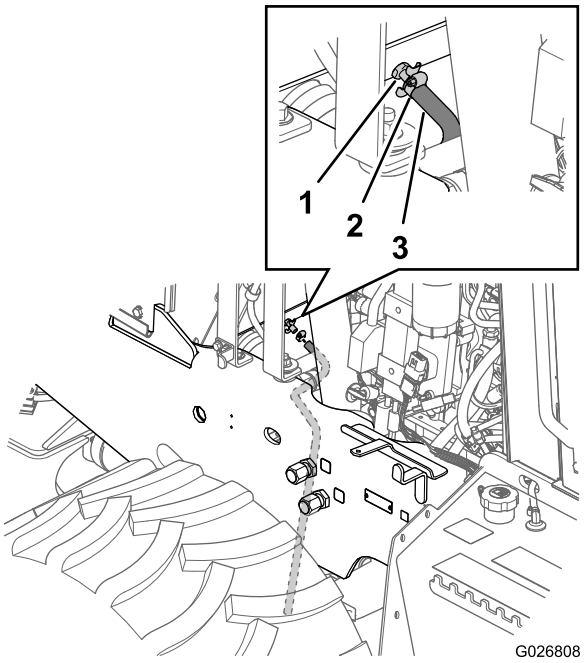
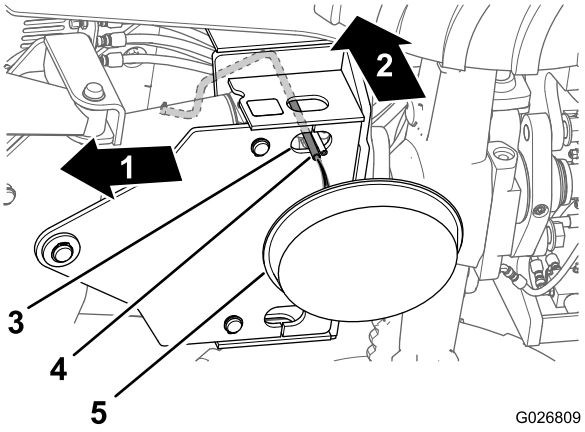
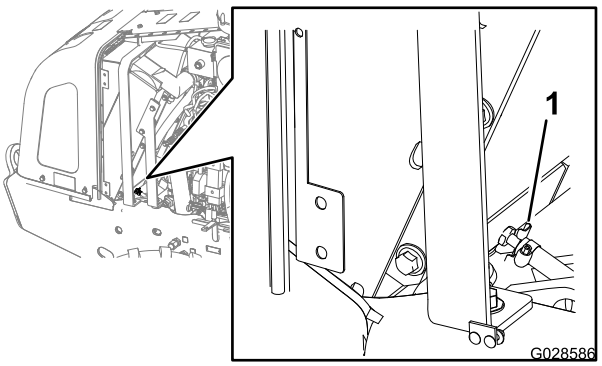

Рисунок 98
Рисунок 99
Рисунок 100
4. Надвиньте шланг, устойчивый к воздействию охлаждающей жидкости (3/8 x 30 дюймов) на выход сливного крана на радиаторе (Рисунок 98).
5. Прикрепите шланг к сливному крану с помощью хомута (Рисунок 98).
6. Проложите шланг вниз через отверстие в нижней опорной пластине для отвала обратной засыпки (Рисунок 99).
7. Установите сливной поддон с минимальной емкостью 23 л под открытый конец сливного шланга (Рисунок 99).
9. Закройте сливной кран (Рисунок 100).
10. Снимите сливной шланг и хомут (Рисунок 98 и Рисунок 99).
A. Убедитесь в том, что охлаждающая жидкость слита из радиатора и сливной кран закрыт (Рисунок 100).
D. Откройте сливной кран и слейте чистящий раствор в сливной поддон (Рисунок 98 и Рисунок 100).
E. Закройте сливной кран (Рисунок 100).
C. Откройте сливной кран (Рисунок 100) и слейте воду в сливной поддон.